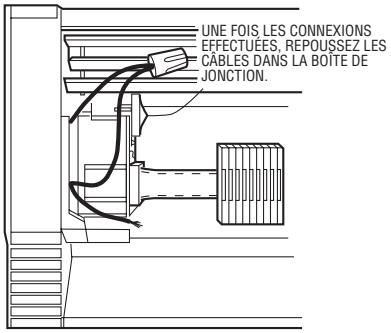

Figure 8. Connexions effectuées par l'ouverture de la boîte de jonction
4. Si le branchement doit être fait dans une boîte de jonction intermédiaire de la file, il est plus simple d'effectuer les connexions avant de fixer les radiateurs au mur. Sîl n'est pas possible de procéder ainsi, on peut effectuer les connexions par l'ouverture des boîtes de jonction une fois les couvercles frontaux enlevés (voir la figure 8).